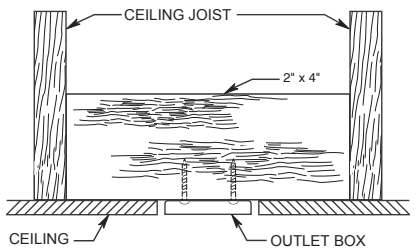
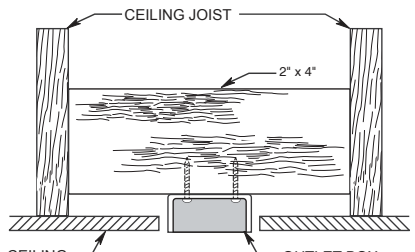

**Figure 1**
**Figure 2**
Your new ceiling fan will require a grounded electrical supply line of 120 volts AC, 60 HZ, 15 Amp Circuit. Electrical code requires use of a fan-rated outlet box to support the extra weight and motion associated with a ceiling fan. A fan-rated box will be labeled as such and typically supports up to a 70lb ceiling fan. Fan-Rated Outlet Boxes vary in ratings and design. Ensure the ratings of your ceiling fan outlet box meet the requirements for the ceiling fan being installed. Figure 1, Figure 2 and Figure 3 depicts different structural configurations that may be used for mounting the outlet box.
**Low profile box (Figure 1)**
**Deep box (Figure 2)**